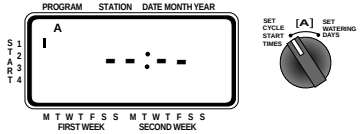

Abb. 5: LCD-Anzeige mit Startzeit
- Drehen Sie die Wählscheibe, um die Position **CYCLE START TIMES** (Zyklus-Startzeit) im einzurichtenden Programm einzustellen. Auf der Anzeige erscheint ein **A** oder **B** je nachdem welches Programm Sie gewählt haben. Auf der Anzeige erscheint —— : —— und ein blinkender Cursor erscheint an der **START 1**-Position **[siehe Abb. 5]**.